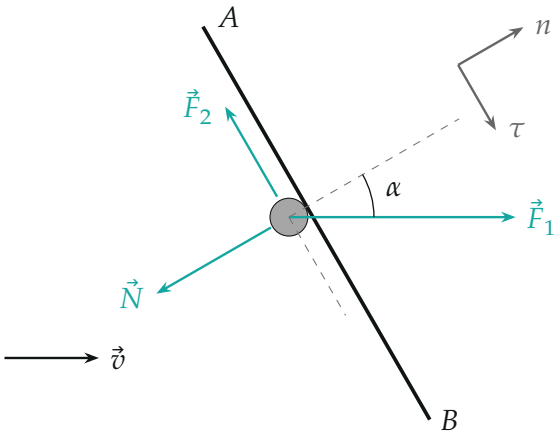

Рис. 1. Вид сверху. Неподвижное изделие: трение ленты $\vec{F}_1$ (вдоль $\vec{v}$) раскладываем на нормаль n и направление τ вдоль перекладины
1. Пункт 1: силы на неподвижное изделие. Пусть изделие прижато к перекладине и стоит. Лента скользит под ним со скоростью $\vec{v}$, значит, сила трения ленты $F_1 = \mu_1 mg$ направлена вдоль $\vec{v}$. Перекладина образует угол α с перпендикуляром к $\vec{v}$, поэтому угол между $\vec{v}$ и нормалью n к перекладине тоже равен α (рис. 1).